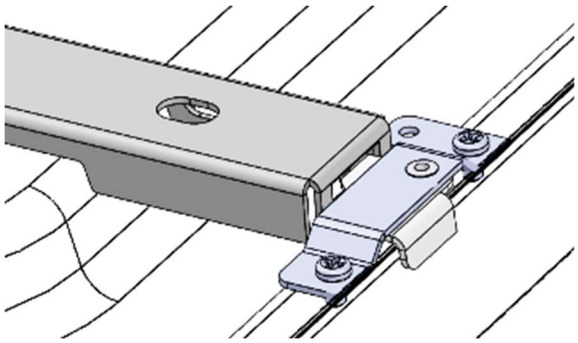

Figura 8B
- Las lengüetas del pestillo se deben alinear con el costado de la luminaria. Consulte la Figura 8B.